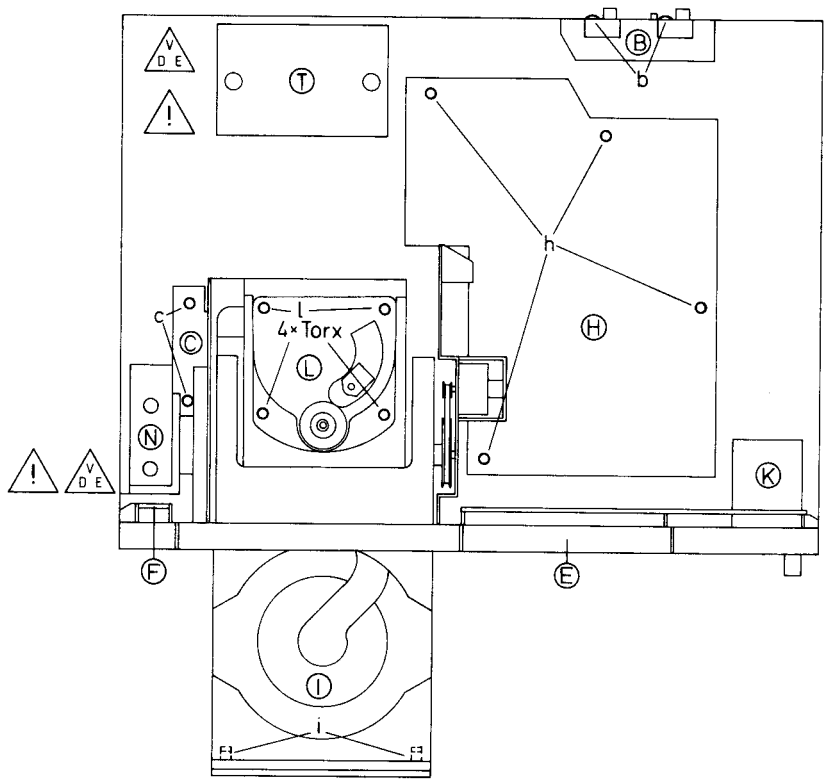

Fig. 3
Ausbau Funktionsleiterplatte (H) Fig. 3
Disassembly Main pcb (H) Fig. 3
Demontage du C.I. Principal (H) fig. 3
Smontaggiio della piastra funzioni (H) fig. 3
Para desmontar la platina principal (H) fig. 3
Ausbau Bedien- und Anzeigeeinheit (E) Fig. 3
Disassembling Control- and Displayunit (E) Fig. 3
Demontage de l'unite de commande et de Affichage (E) fig.3
Smontaggio unità comandi e display (E) fig. 3
Para desmontar la unidad de control y visualización (E) fig. 3